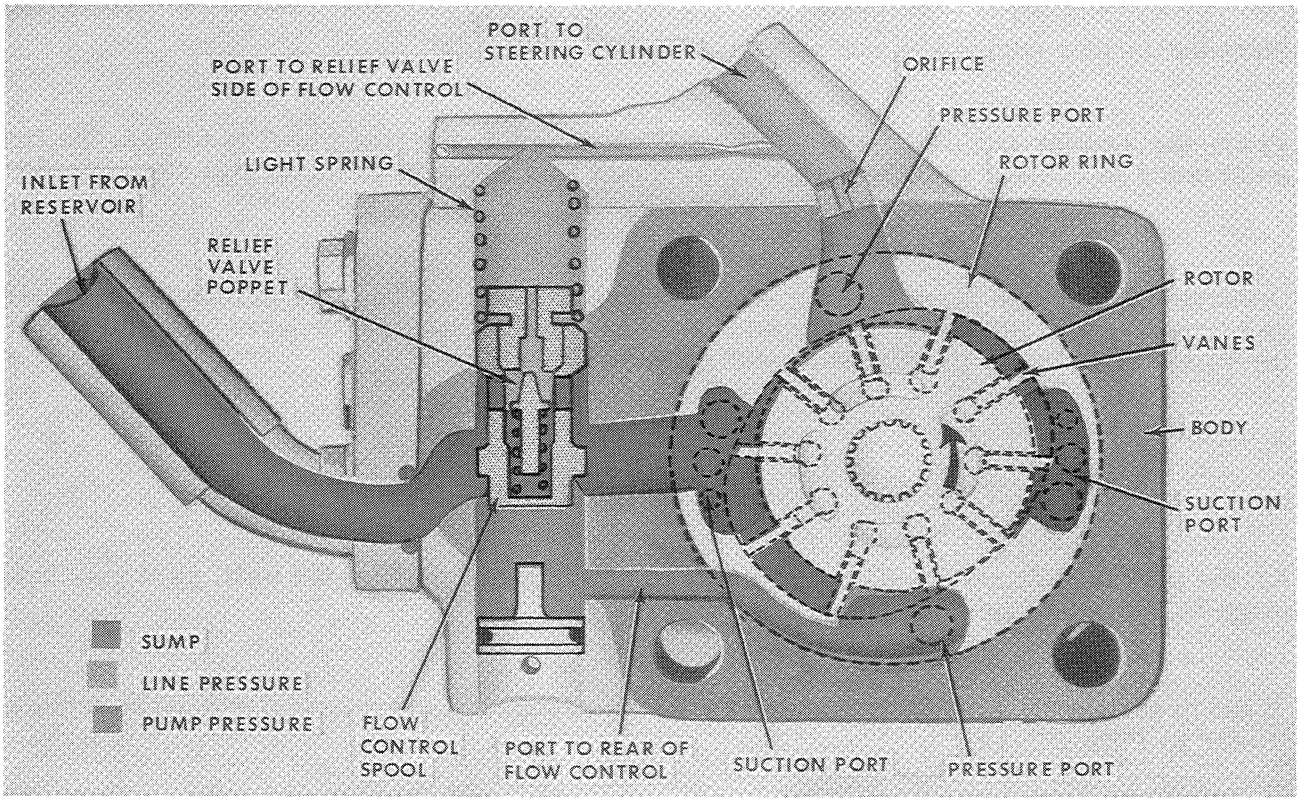

Figure PP-5
3. Figure PP-5, illustrates the oil flow when the line pressure exceeds the relief valve setting such as, locking the steering tires in a deep rut when making a turn with the tires mired in deep ruts.